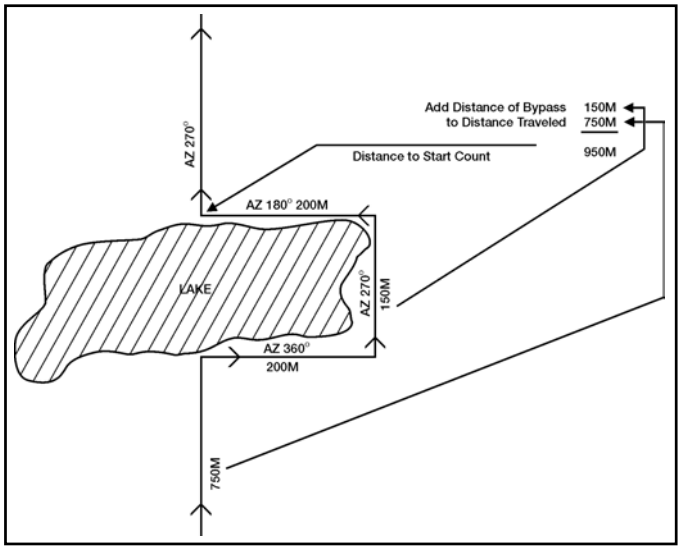

Figure 071-329-1006-6. Bypassing an obstacle
(5) Convert the map distance to pace count.
(6) Make a thorough map reconnaissance of the area between the start point and the finish point.
e. If you should encounter an obstacle, you may have to detour around it (figure 071-329-1006-6). To do this, complete a series of 90-degree turns until the obstacle is bypassed and you are back on the original azimuth.